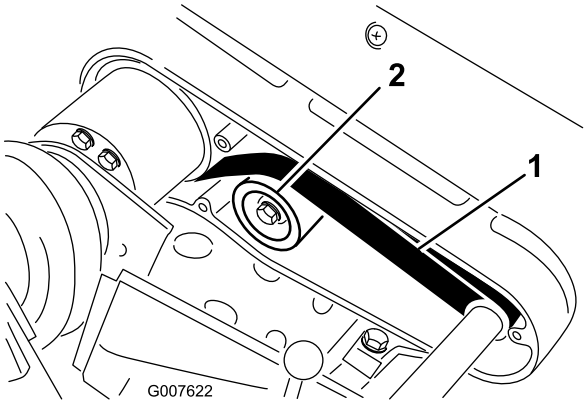

Figure 38
2. Check the tension by pressing the belt at mid span of the pulleys (Figure 38) with 22–26 N (5 to 6 lb) of force. The belt should deflect 6 mm (1/4 inch).
A. Loosen the idler pulley mounting nut and pivot the idler pulley clockwise against the backside of the belt until the desired belt tension is attained (Figure 38).